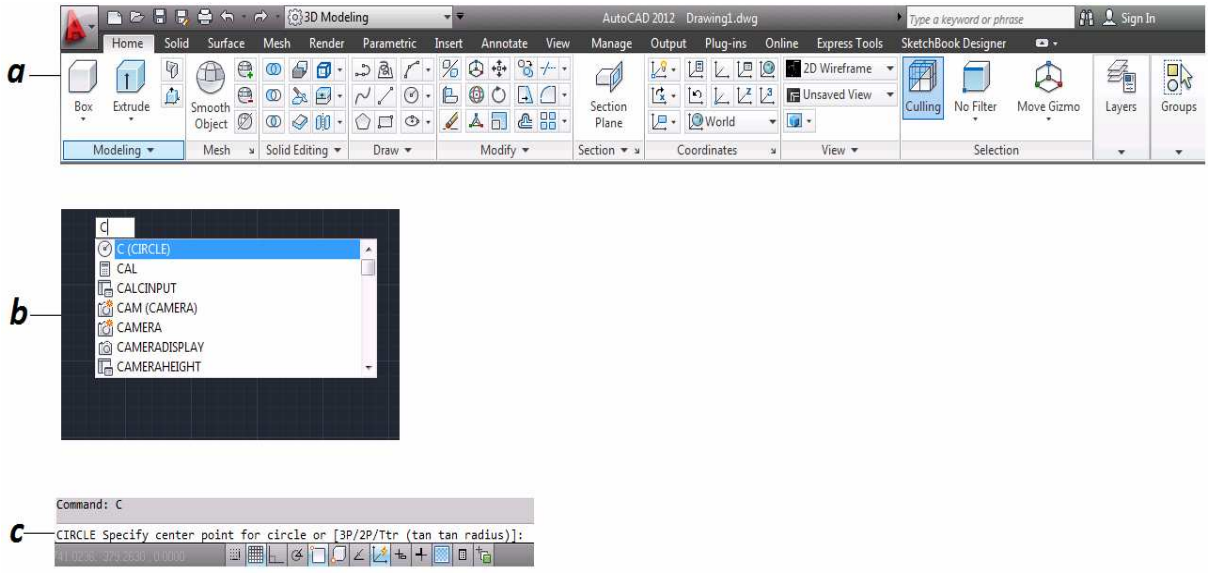

Figura 3.3. Ejecución de comandos
a. **POR ICONOS:** Como el nombre indica, se puede elegir el comando directo del icono ubicado en las *Cintas [Ribbons] (figura 3.3)* esta es más útil en caso de que no se conozca el nombre del shortcut con el icono grafico da una idea de lo que hace la herramienta.
b. **POR TECLADO:** Al escribir un comando, la orden aparece en la línea de comandos o en la caja de entrada dinámica si esta activada (F12), la cual aparecerá en donde se ubique el puntero *(figura 3.3)*; después de seleccionar la herramienta se pulsa enter.
c. **LINEA DE COMANDOS:** el shortcut (alias) es la abreviación del comando, esta forma es parecida a la anterior, solo que al desactivar con F12 se tiene que escribir el shortcut completo (varían depende el idioma configurado) *(figura 3.3)*.
NOTA: al ejecutar un comando, el programa pregunta cual es el siguiente paso a ingresar, esto se muestra en la línea de comandos (figura 3.3 "c") para poder ejecutar el comando como se desea. En este caso con al ingresar el comando Circulo (CIRCLE), menciona "ingresemos el punto de centro de el circulo o [3P/2P/Ttr (tan tan radius)]".
a. **AYUDA AUTOCAD [F1]**: Al presionar tecla **F1** se abrirá una ventana *(figura 3.3)* en la cual cuenta con dos secciones, una para examinar las ayudas y la otra con conceptos básicos y recursos adicionales, como dice el comando, proporciona ayuda acerca del programa.
b. **PANTTEXT-TEXT SCR [F2]:** al presionar esta tecla se abre la ventana "editor de texto de AutoCAD" *(figura 3.3)* en la cual se visualizan los comandos ejecutados y solicitudes que hace el programa, también se puede activar esta ventana en el menú Ver (View), Visualización (View) y Ventana de Texto (Text Windows) o con el shortcut *panttext (textscr)*.
c. **REF-OSNAP [F3]:** Referencia a objetos, son puntos significativos de los objetos; con este se trabajan con rapidez y precisión los dibujos; se activa/desactiva con F3 *(figura 3.3 "1")* o dando clic en el botón *Osnap* (referencia de objetos) ubicado en la línea de
estado *(figura 3.3"2");* las referencias se modifican escribiendo el comando *Osnap* (ref) se abre una ventana en donde se elijen las referencias deseadas.